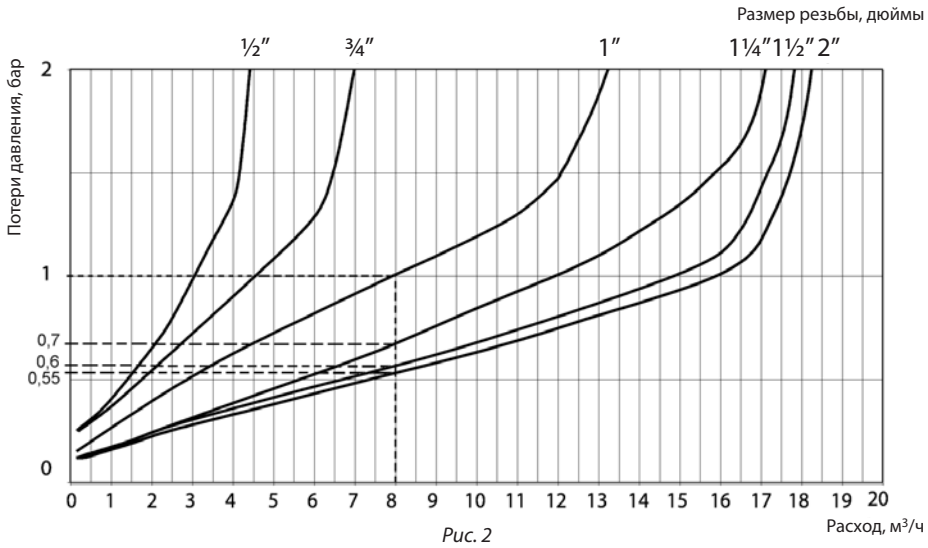

Рис. 2
2) выбрать диаметр клапана редукционного 11BIS (рис. 2).
Падение давления в каждом случае зависит от диаметра клапана и расхода среды через клапан и может быть определено по диаграмме на рис. 2;
1. Проверка применения по давлению до клапана и требуемому давлению после клапана (рис. 2)
Рабочая точка, соответствующая указанным давлениям, лежит внутри области применения (рис. 2).